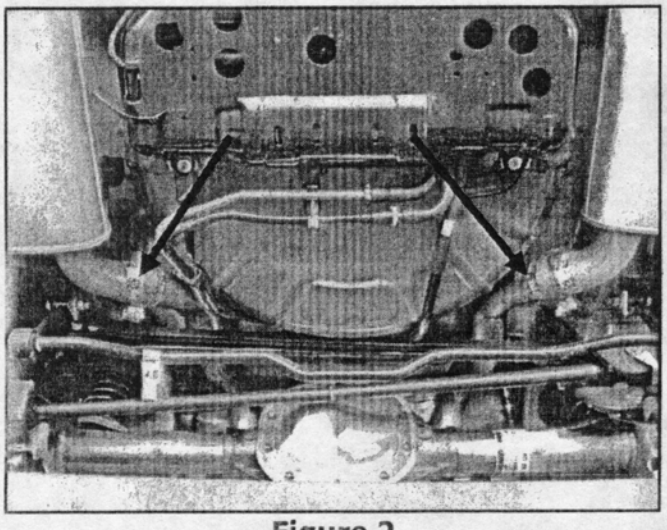

**Figure 2**
2. Loosen the two (2) clamps shown in Figure 2 located just in front of each muffler assembly.